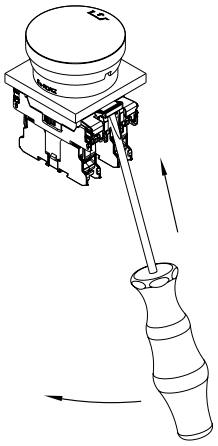

Fig. 11
1. Desmontaje del portacontactos de la brida de montaje (véase fig. 11): Colocar el destornillador en el saliente de encaje de la brida de montaje. Mediante un ligero movimiento del destornillador en dirección del elemento del contacto, apretar el saliente hacia afuera. De esta manera el portacontactos se separa de la brida de montaje. Este proceso debe repetirse en el lado opuesto.